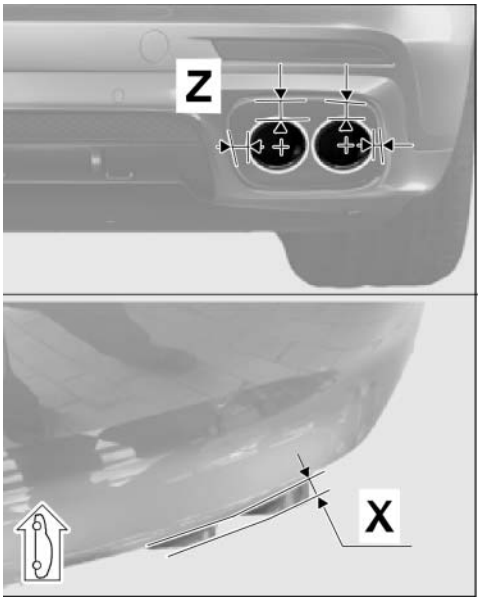

Figure 28
3.6.2 Check that the gap = “dimension Z” between the new sports tailpipes and exhaust system cover (rear apron – left and right side of vehicle ⇒ *Figure 28* **-Z-**) is symmetrically constant.
3.6.3 Check that the sports tailpipes project equally = “dimension X” with respect to the rear apron (left and right side of vehicle ⇒ *Figure 28* **-X -**).